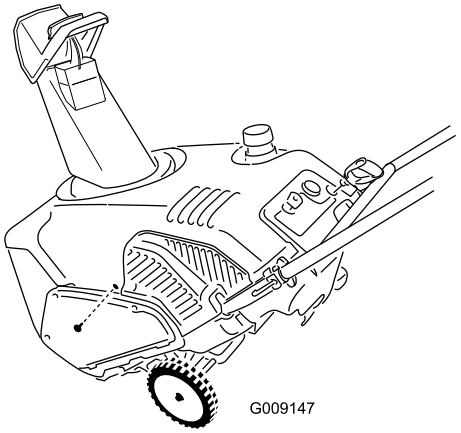

Figur 35
16. Fest eksosdekselet ved hjelp av den lille sideskruen som du fjernet tidligere (Figur 35).